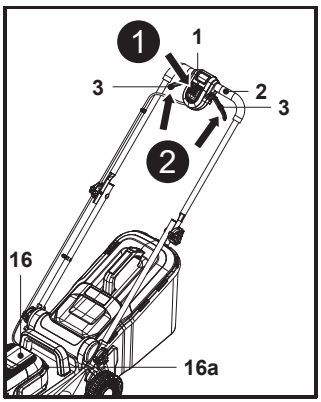

**Fig. 16**
**NOTĂ:** Produsul poate fi pornit numai apăsând comutatorul de siguranță (1) și strângând apoi manetele de pornire (3). Produsul nu poate fi pornit prin operare inversă.
1. Deschide capacul magnetic (15c) și capacul compartimentului pentru acumulator (15), apoi introdu complet acumulatorul (24).
2. Închide cu grijă capacul compartimentului pentru acumulator (15).
3. Stai în spatele mânerului de prindere (2).
4. Ținând apăsat comutatorul de siguranță (1), trage manetele de pornire (3) spre mânerul de prindere (2) și ține-le în poziție (fig. 16, pașii 1 și 2).
5. După ce mașina de tuns iarba pornește, eliberează comutatorul de siguranță (1).
6. Nivelul efectiv al acumulatorului va fi indicat pe afișajul acestuia (16a) de pe spatele capacului motorului (16).